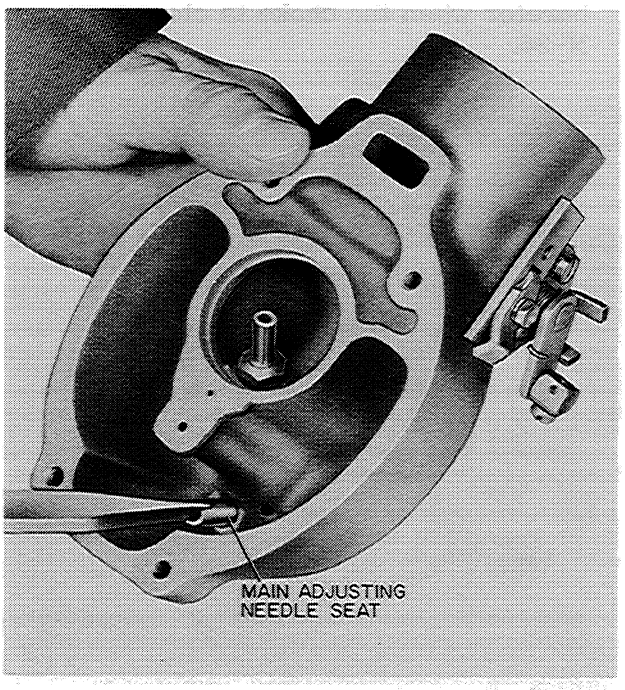

Figure N-38
5. Install the main adjusting needle seat, Figure N-38.